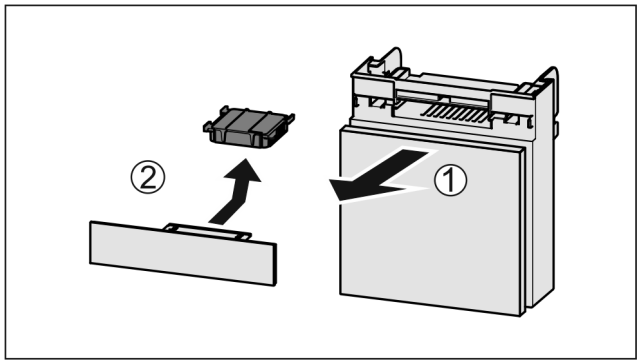

Fig. 80
▶ Pull out the compartment *Fig. 80 (1)*.
▶ Remove the carbon filter *Fig. 80 (2)*.